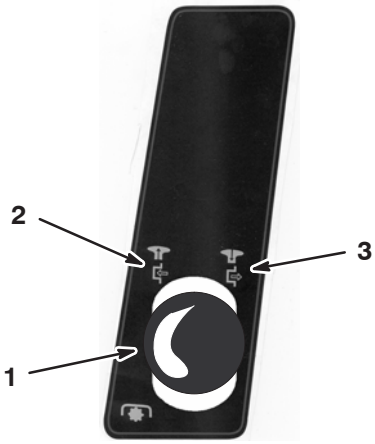

Figura 10
4. Desengrane las cuchillas (PTO). Consulte la Figura 10.